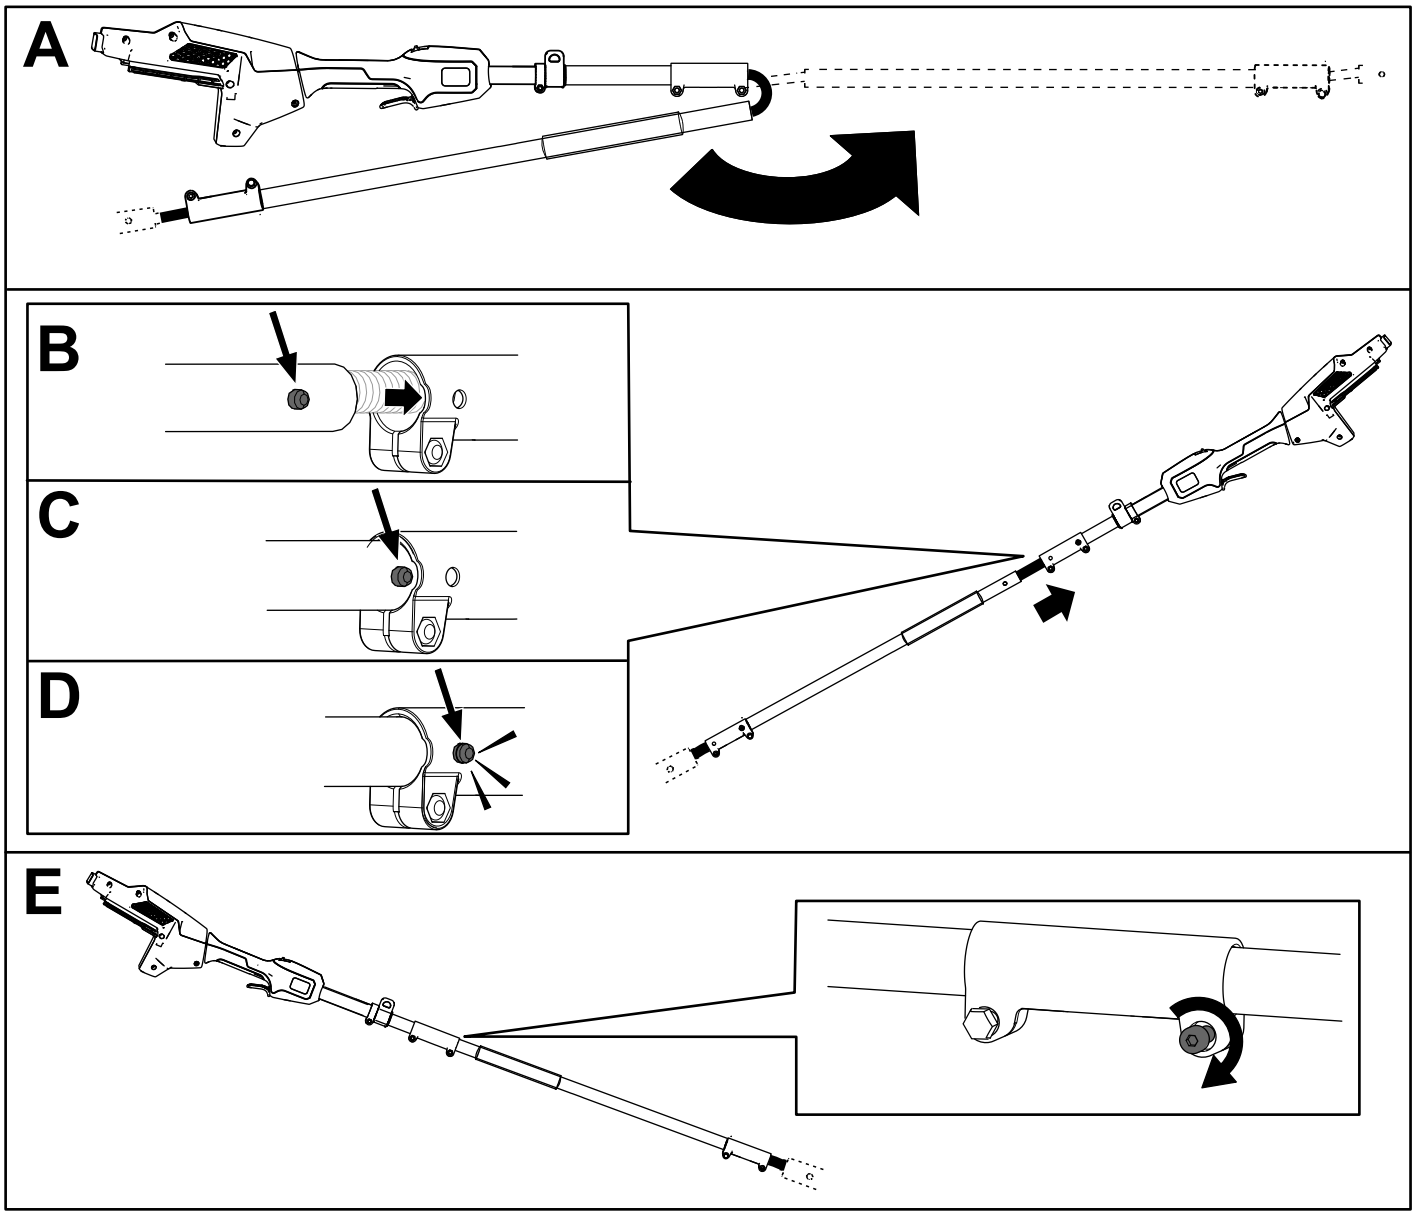

**Bild 5**
2. Richten Sie den Verriegelungsknopf am mittleren Holmabschnitt auf das Langloch am Ende des Holmabschnitt mit Griffen aus und schieben Sie die beiden Holmabschnitte zusammen (Bild 5).
3. Verwenden Sie den mitgelieferten Schraubenschlüssel, um die beiden Holmabschnitte miteinander zu verschrauben (E von Bild 5).
4. Wiederholen Sie diesen Vorgang, um den Holmabschnitt mit der Säge mit dem mittleren Holmabschnitt zu verbinden (Bild 5).